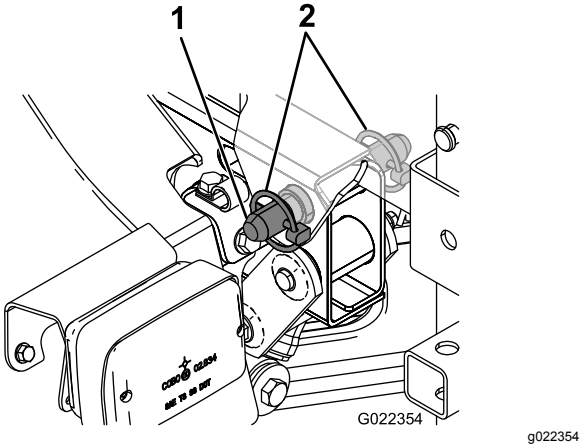

Figuur 11
6. Houd de scharnierende lip op de achterkant van het tankframe recht voor de opening aan het uiteinde van het frame van de machine (Figuur 11).
7. Monteer een borgpen en 2 lynchpennen aan de scharnierende lip om het tankframe te bevestigen aan het frame van de machine (Figuur 11).